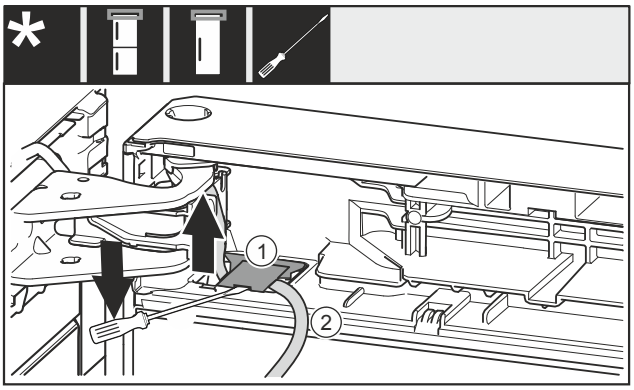

Fig. 26
▶ Cu șurubelnița dreaptă ridicați și extrageți capacul *Fig. 26 (1)*.
▶ Extrageți cablul *Fig. 26 (2)*.